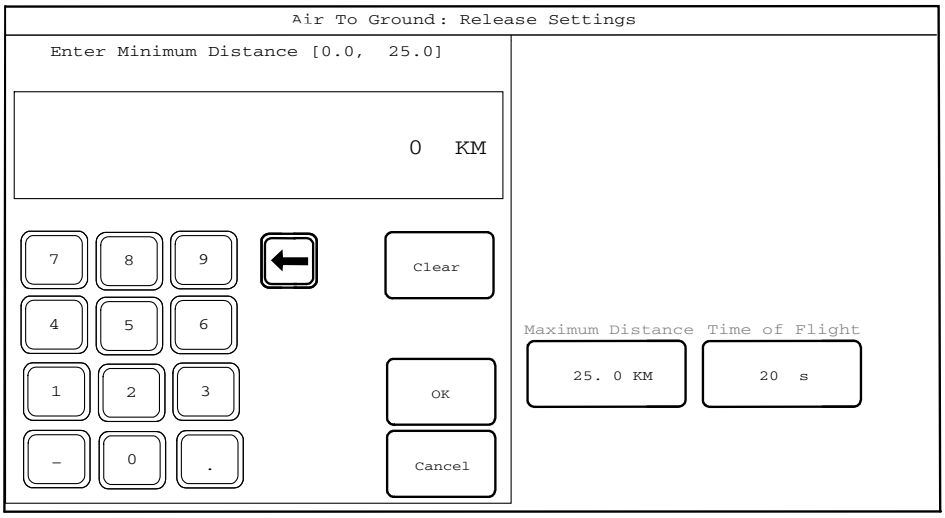

**Figure 1-99. Enter Minimum Release Distance Keypad.**
Selecting Minimum Distance allows the user to enter the minimum release distance on the Enter Minimum Distance Keypad (Figure 1-99) between 0.0 through 25.0 Kilometers (KM) for Hellfire, and Nautical Miles (NM) for GBUs.